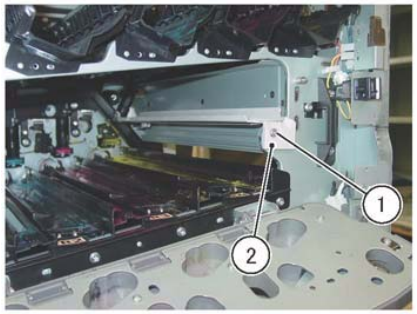

Figure 2 IBT Cleaner Guide Removal
5. Remove the IBT Cleaner Guide. (Figure 2)